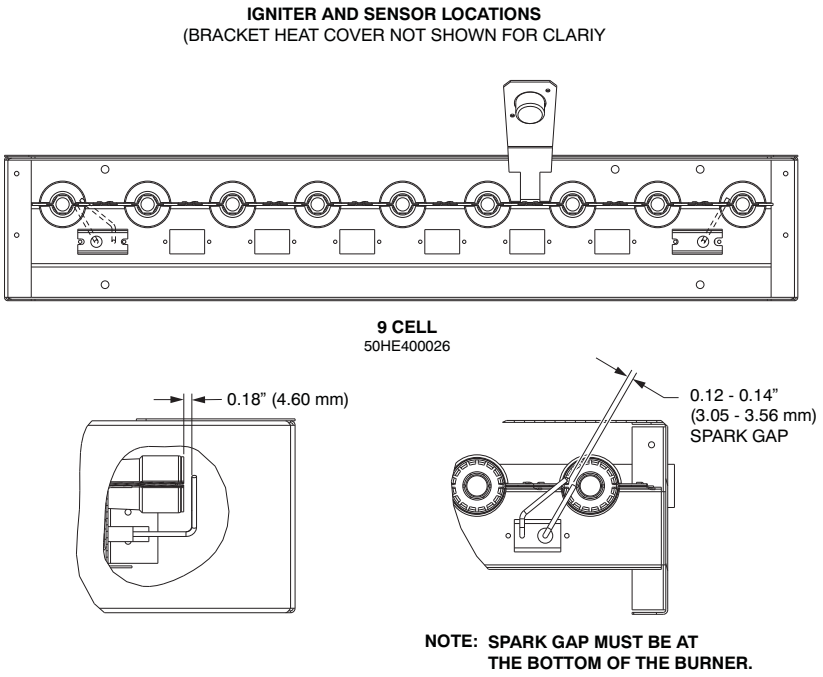

Fig. 57 – Typical MRT Spark Adjustment
4. Adjust the spark gap. The gap should be 0.12 – 0.14″ (3.06 – 3.60 mm) and spaced 0.18″ (4.60 mm) from the end of the burner. (See Fig. 57)